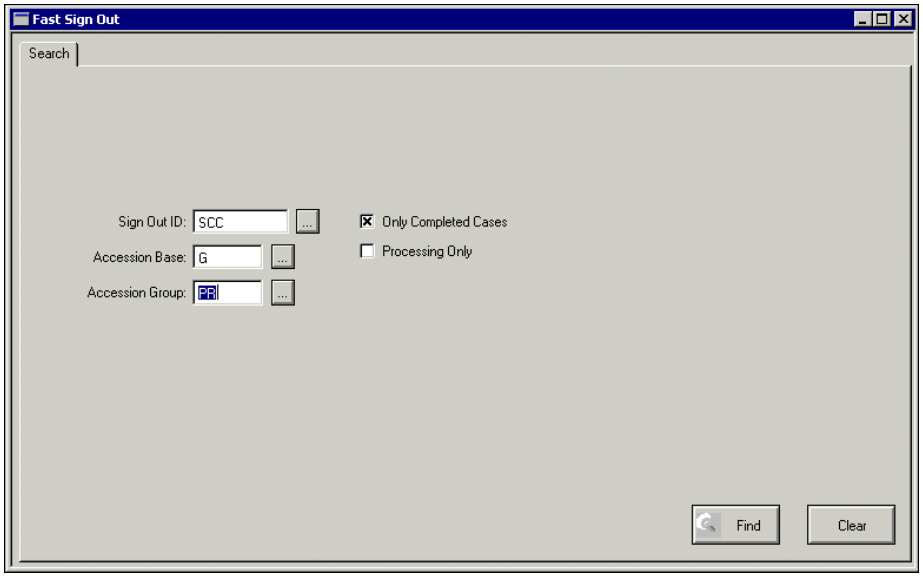

Figure 3-57. Fast Sign Out search window.
To access the **Fast Sign Out** option, select *Results > Sign Out Entry > Fast Sign Out* from the main menu. The **Fast Sign Out** search window displays similar to Figure 3-57.
- Both the **Display Sign Out ID Window In Fast Sign Out** and **Ability to S/O Cases Only For Logged On Pathologist** checkboxes are not marked. The **Fast Sign Out** search window is displayed similar to Figure 3-57. Enter search criteria and click **OK**. A list of cases that can be signed out and match the specified criteria is displayed.